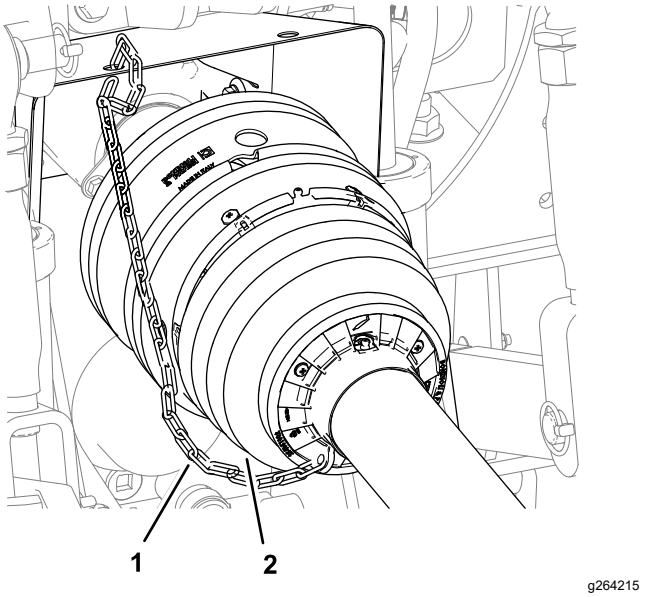

Figur 17
5. Kontrollera att spärrkedjan har monterats mellan kraftuttagsaxelns främre skydd och en stationär del av släpfordonet (Figur 17).